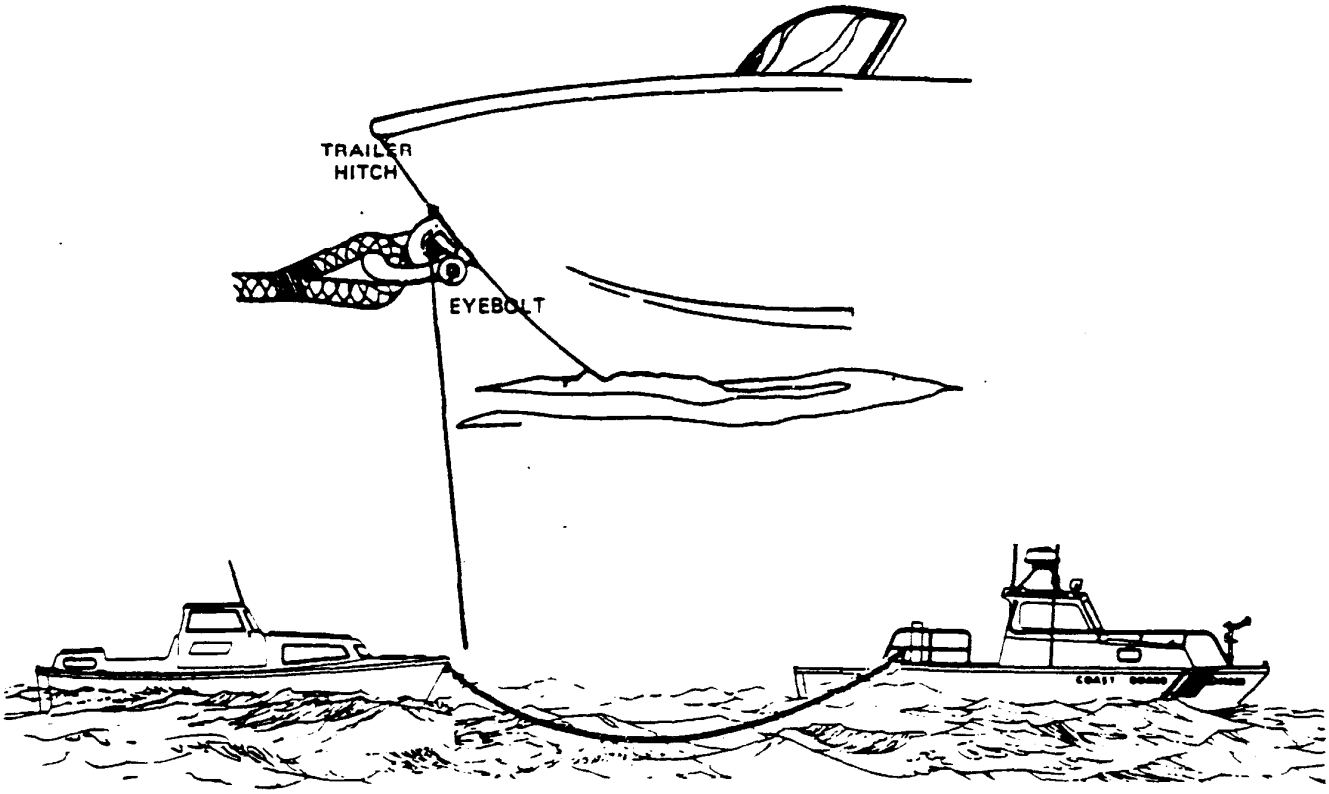
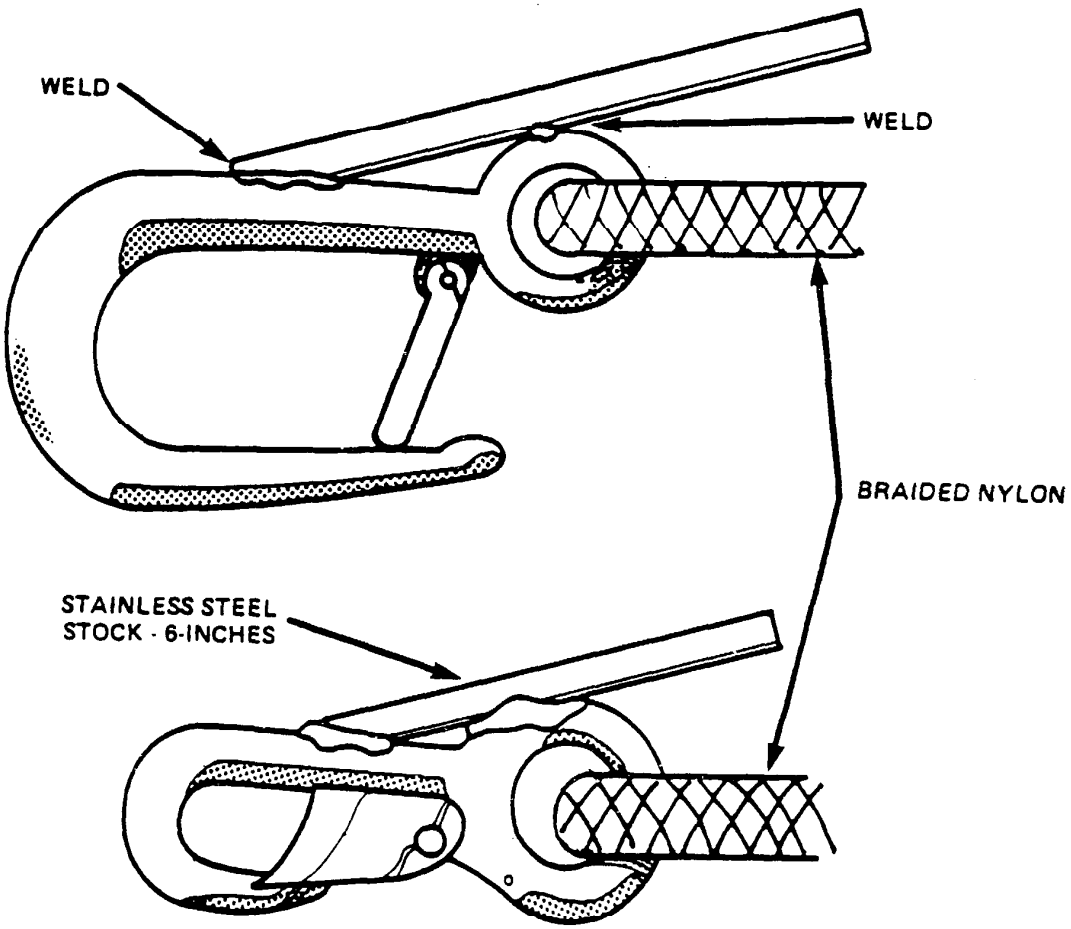

Figure 12-20 Trailer Eyebolt
Figure 12-21 Typical Kicker Hooks
a. The trailer eyebolt. The trailer eyebolt is generally located on the stem, at or near the waterline of a boat. (See Figure 12-20). Securing the towline to the trailer eye bolt can be dangerous both to the people on the disabled boat and to the Coast Guard personnel attempting to secure the towline from the stern of their boat. To reduce the hazard of injuries to personnel created by the individuals aboard both boats arising from their efforts to fend off and secure the towline, a kicker hook, used in conjunction with a boat hook, is employed to make the connection. The kicker hook assembly is only authorized for small trailable types of boats. Still it is an effective method for making the towline connection. It is important however, that when this method is employed that the breaking strength of the kicker hook is greater or at least equal to the breaking strength of the double braided nylon towline. A kicker hook assembly consists of a ladder hook or a stainless steel safety hook to which a six inch length of stainless steel round stock has been heliarced. Fifteen to twenty feet of two inch double braided line is then spliced to the eye of the kicker hook. Finally, the kicker hook, an eight foot boat hook with a hole drilled in the handle end of the boat hook. The hole must be large enough to allow the round stock to fit into it smoothly. (See Figures 12-21 and 12-22). The procedure for attaching the kicker hook is given below.